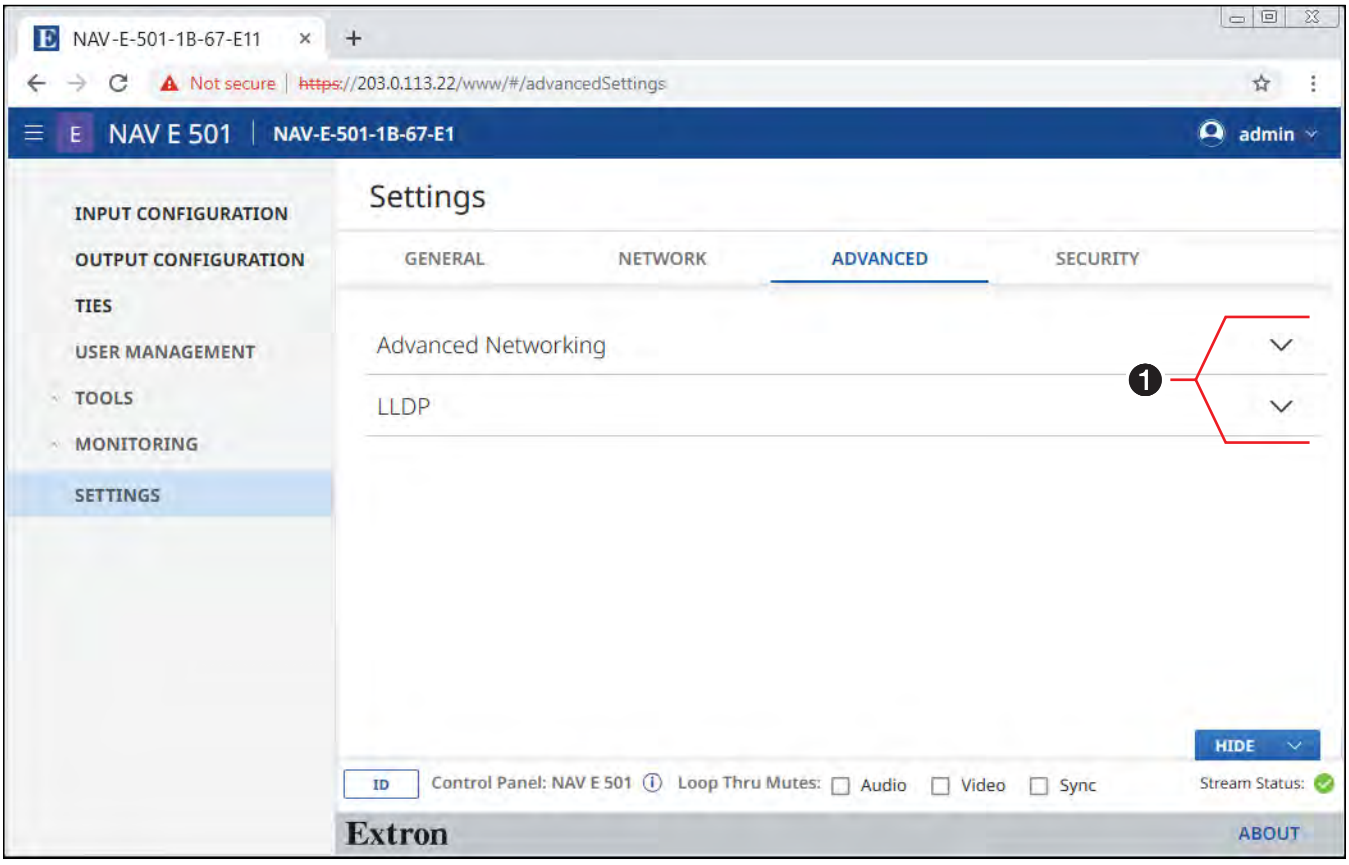
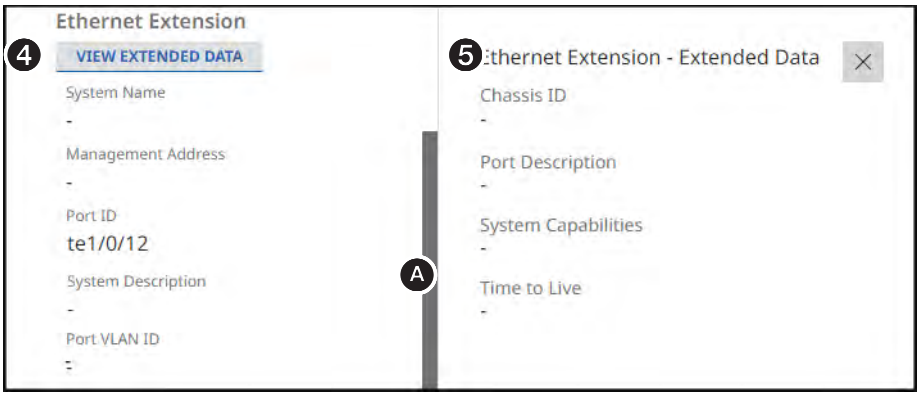

Figure 71. Advanced Settings Page
Figure 75. LLDP Page, Continued (NAV E 501 Only)
2. Click the **`IPv4`** or the **`IPv4 and IPv6`** radio button (see figure 71, ❶) to select the desired internet protocol.
On the Advanced Device Settings page (see figure 71), click the down arrow (❶) to open a drop-down list (see the following:)
The `Advanced Networking` selection on the `Advanced` page (see **figure 71**, ❶) opens a read-only pane that shows the port usage parameters of the encoder (see figure 72). The parameters can be edited by clicking the **EDIT** button (❶). An editable version of the selection opens(see **figure 73**).
The LLDP selection on the Advanced page (see **figure 71**, ❶) opens a pane that shows the status of Link Layer Discovery Protocol (on or off) and provides general extended information about the NAV AV LAN (see figure 74) and the Ethernet Extension LAN (NAV E 501 only, see **figure 75**).
NOTE: For the NAV E 501 only, as necessary, click and drag the vertical scroll bar (see figure 74, Ⓐ and **figure 75**, Ⓐ up and down to display the entire page.
- ❷ through ❺ (see **figure 75**) are not displayed when LLDP is toggled off.
- You can only display one pane of `Extended Data` (❸), `NAV - AV LAN` or `Ethernet Extension` (❺), at a time.
❷ **VIEW EXTENDED DATA button (NAV - AV LAN)** — Opens a pane at the right of the page (❸) that shows additional LLDP neighbor information.
❸ **NAV - AV LAN Extended Data pane** (NAV E 501 only) — A read-only pane that provides additional, detailed, read-only LLDP information about the directly connected neighboring device on the interface. Click ✕ to close the pane.
❹ **VIEW EXTENDED DATA button (Ethernet Extension)** [NAV E 501 only], see figure 74) — Opens a pane at the right of the page (see **figure 75**, ❺) that shows your full Ethernet Extension LAN topology.